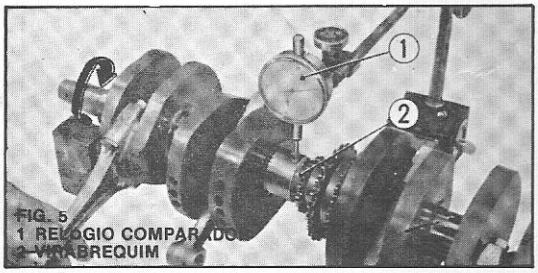

FIG. 5
1. INSPEÇÃO DA EXCENTRICIDADE DO VIRABREQUIM (fig. 5)